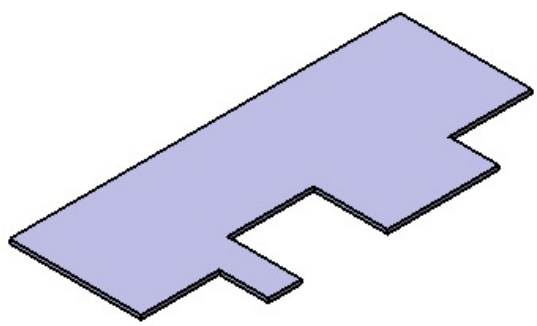

Figure 15-120 *Base wall of the Holder Clip*
b. Set parameters in the **Sheet Metal Parameters** dialog box and convert the sketch into a sheet metal face, refer to Figure 15-120.
3. Choose the **OK** button to get the final feature of the base wall, as shown in Figure 15-120.